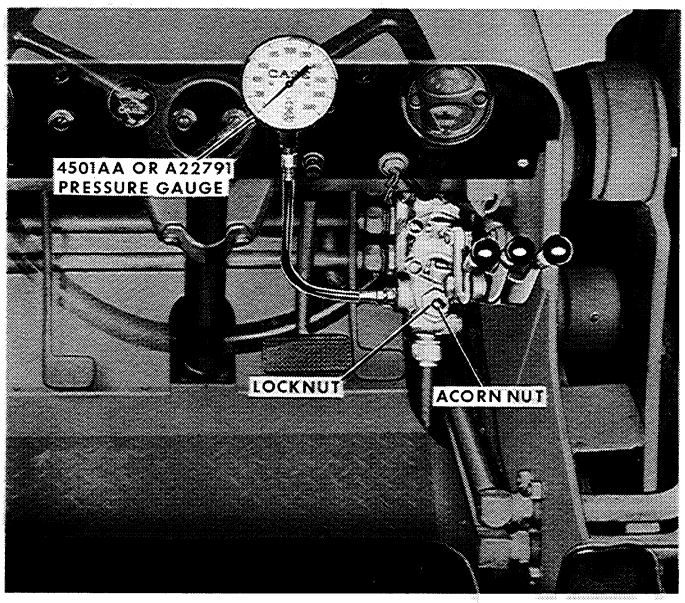

Figure A-8
2. Shut off the engine and relieve the hydraulic pressure in the lines by working the control levers back and forth several times, Figure A-8.
3. Remove the pipe plug from the control valve as shown in Figure A-8 and install either the 4501AA or the A22791 Pressure Gauge.